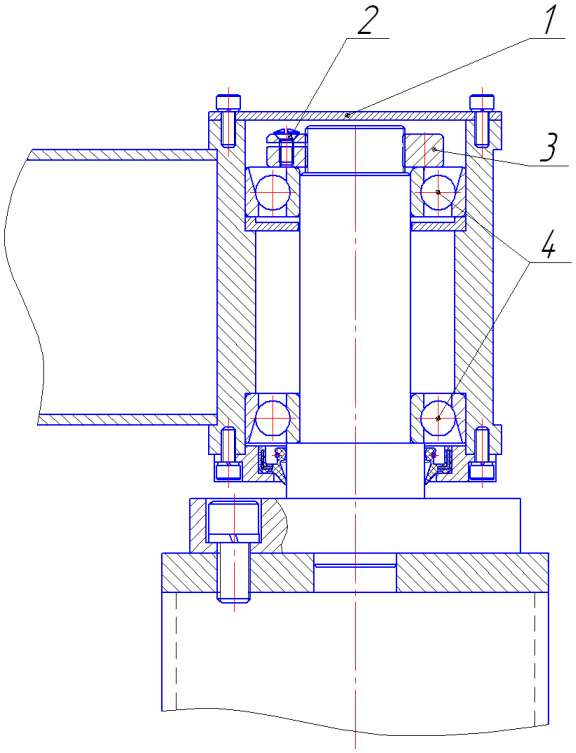

Рис.6
9.3.1 Настройка поворотного узла (рис.6)